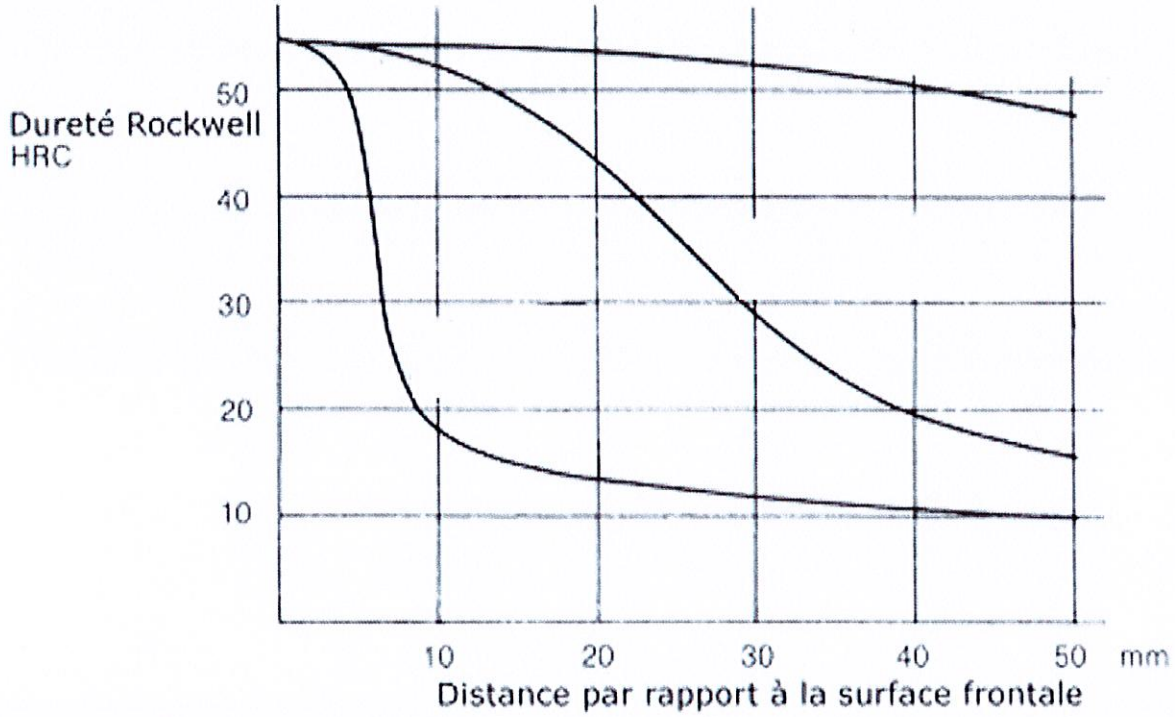

Figure 5 : Courbes Jominy tracées pour deux aciers
- ❑ La Figure 5 représente les courbes Jominy obtenues sur trois aciers 38Cr2, 38CrNiMo8 et C38. Décrire ces deux courbes en attribuant chaque courbe à chaque acier.